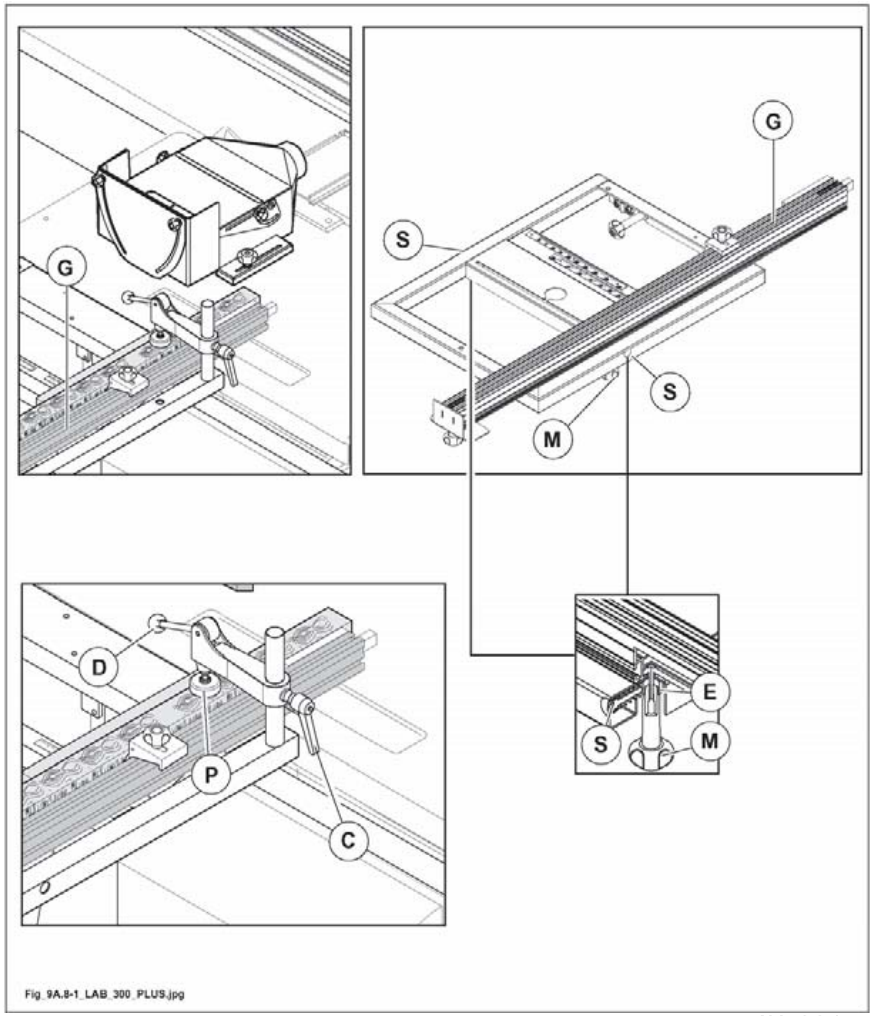

Abb. 9.8-1
- Das Teleskoplineal so positionieren, dass der Stift (E Abb. 9.8-1) an die Vorrichtung (S Abb. 9.8-1) anlegen. Zum Gleiten des Lineales Den Kugelgriff (M Abb. 9.8-1) lösen.
- Holzstück gegen Lineal (G Abb. 9.8-1)legen, so dass es zum Werkzeug um eine Länge grösser als der Zapfenschneidentiefe vorspringt.
- Spannen Sie das Werkstück mithilfe des Spannarms (P Abb. 9.8-1) nach Senkung des Hebels (D Abb. 9.8-1) fest.
- Zur Höhenverstellung sind die Griffe (C Abb. 9.8-1) zu lösen.
- Senken Sie den Fuß (P Abb. 9.8-1) mithilfe des Hebels (D Abb. 9.8-1) zum Festspannen des Holzstückes ab.